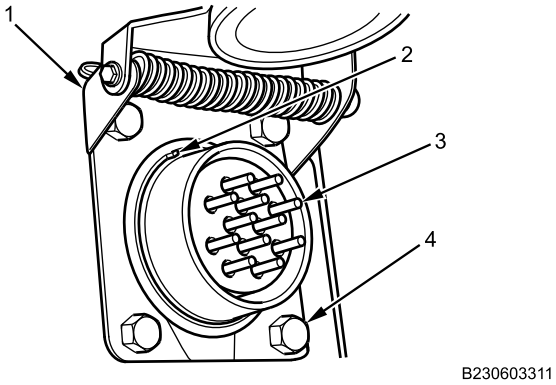

Figure 3. Front Trailer Hookup Cover.
1. Position front trailer hookup cover (Figure 3, Item 1) and trailer harness connector (Figure 3, Item 3) with four bolts (Figure 3, Item 4) to front bumper with notch (Figure 3, Item 2) at top.